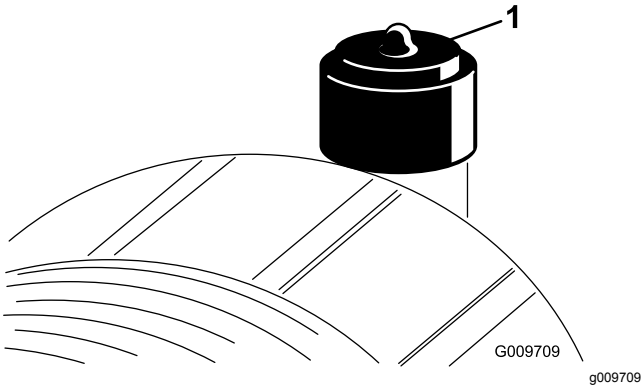

Rysunek 49
Wymieniaj wkład filtra powietrza tylko wtedy, gdy wskaźnik (Rysunek 49) sygnalizuje taką konieczność. Zbyt wczesna wymiana filtra powietrza może jedynie zwiększyć ryzyko wprowadzenia zanieczyszczeń do silnika po zdjęciu filtra.
10. Wyzeruj wskaźnik (Rysunek 49), jeśli jest czerwony.